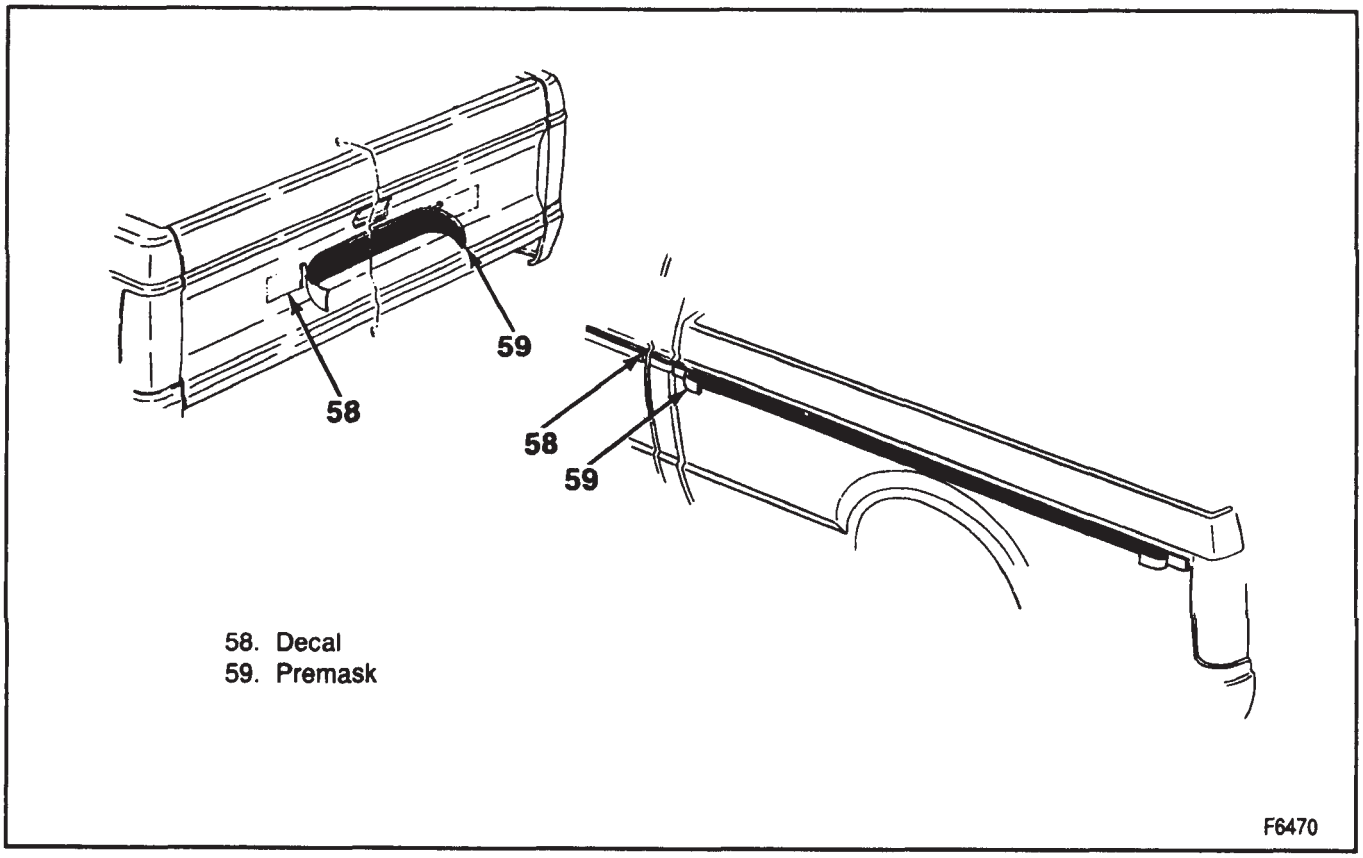

Figure 16—Decals
1. Clean the area where the decal will be mounted (figure 16). Use a suitable solvent such as a mixture of 50 percent isopropyl alcohol and 50 percent water. Dry the area thoroughly. If paint in the area is chipped, repaint the area, feathering it in.
Install or Connect (Figure 16)